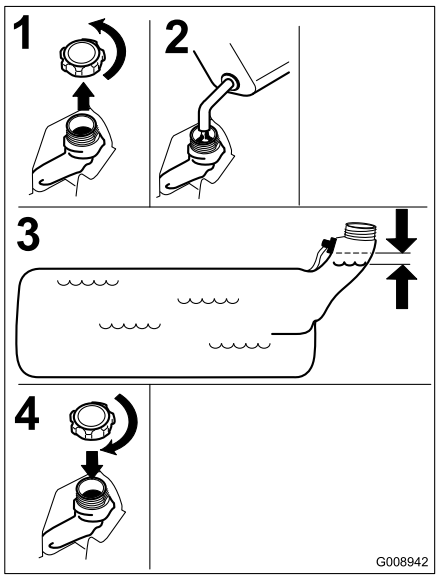

Figur 6
3. Fyld brændstoftanken op. Sørg for, at der er plads under ånderørsventilen som vist i Figur 6.